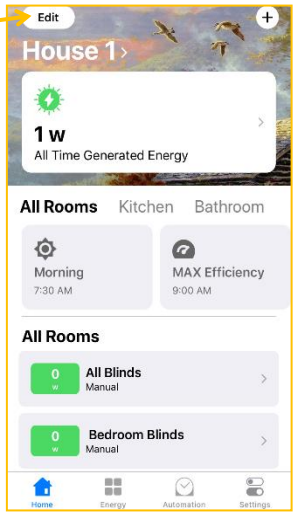

Figure 43
10.10.1. Click **Edit** in the top left corner to start *(Fig. 43)*.